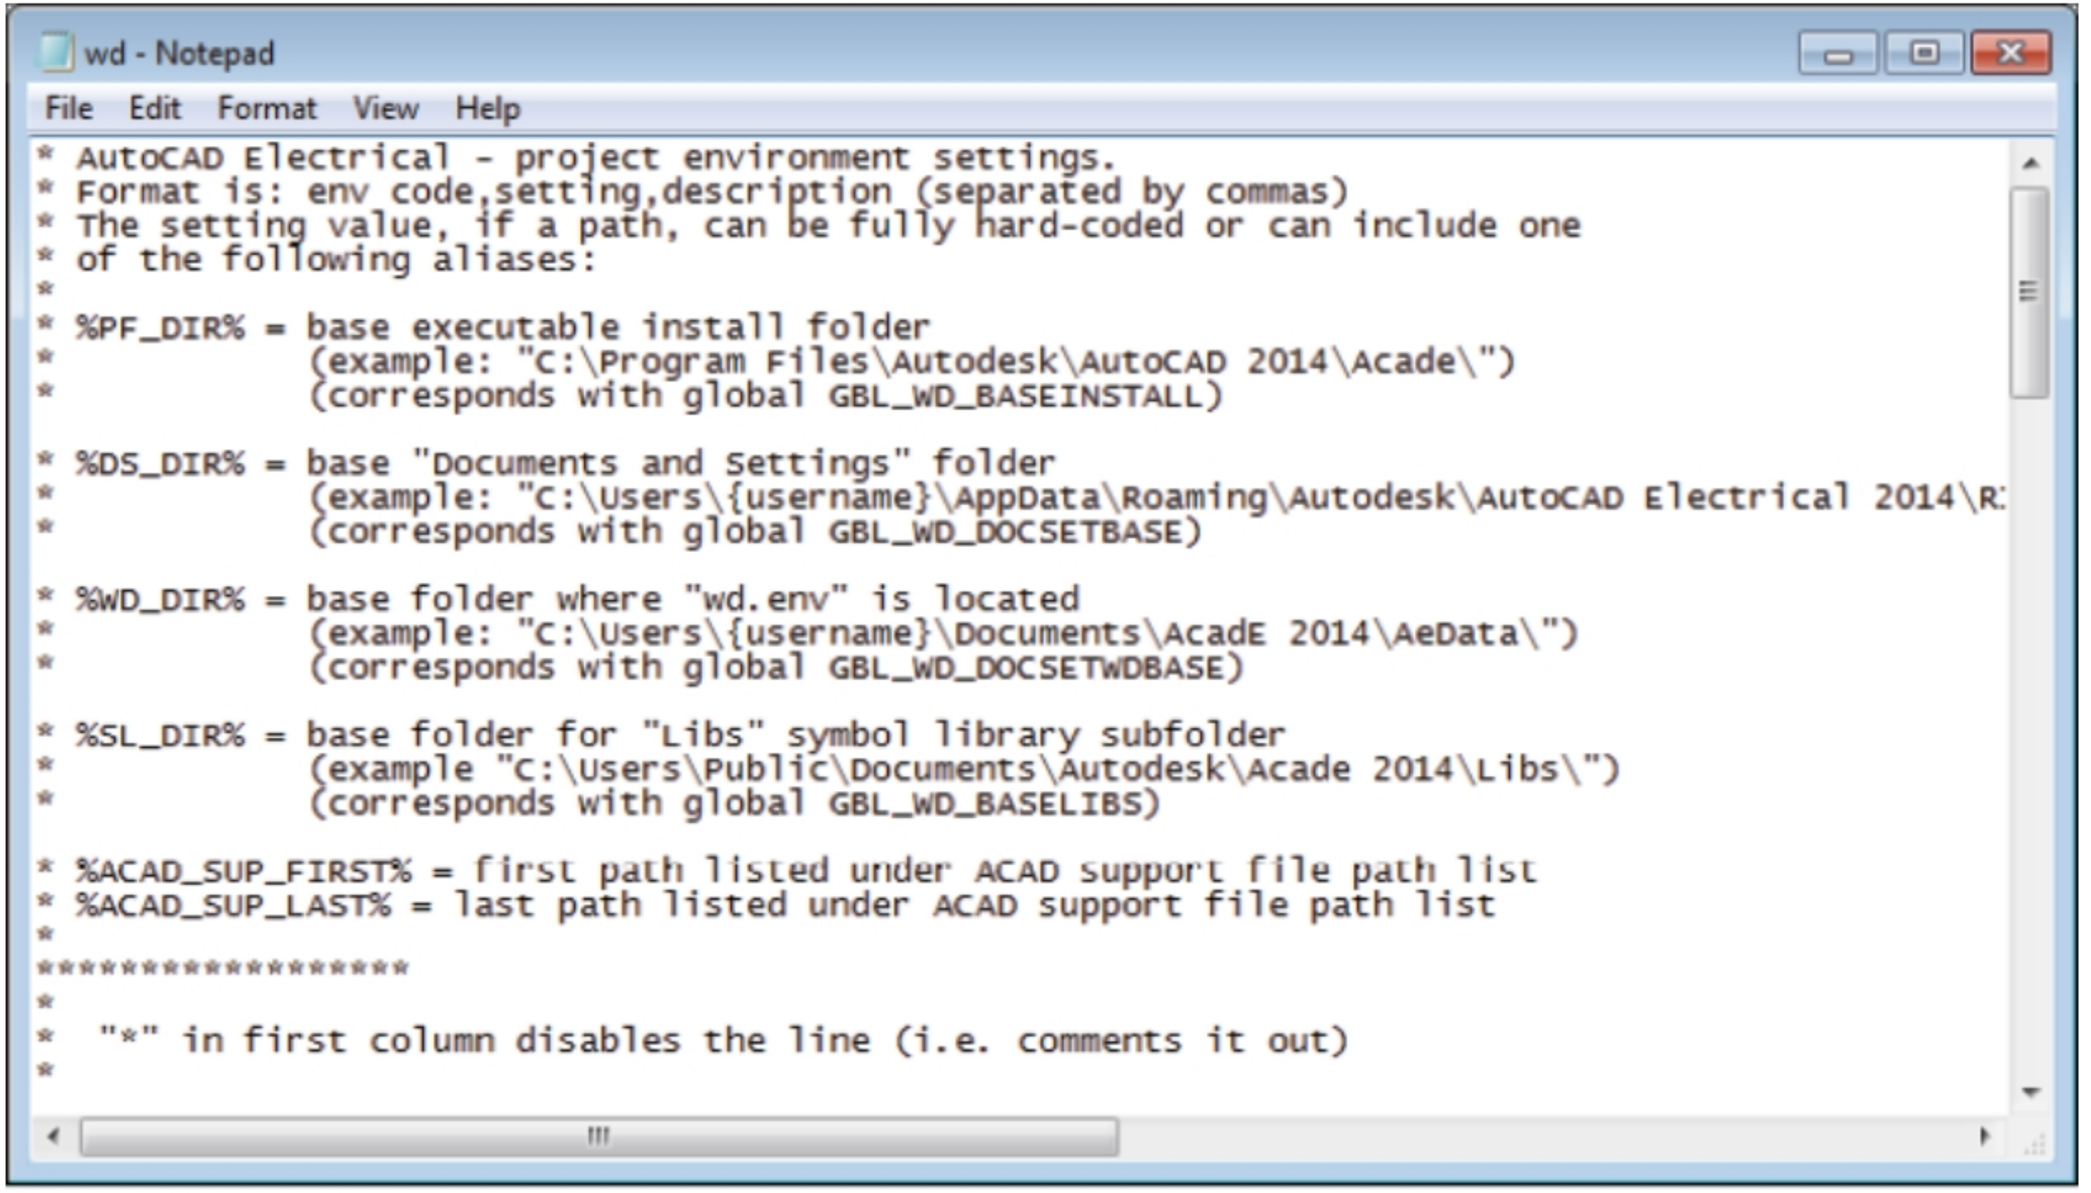

Figure-39. wd file in notepad
- Open the **wd.env** file using any text editor (in our case, Notepad). The file will be displayed as shown in Figure-39.